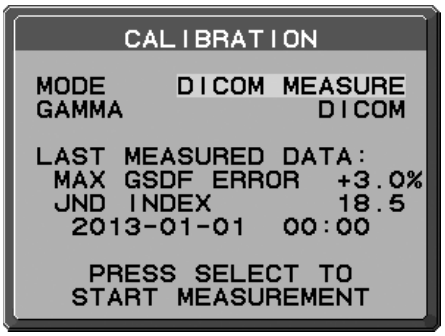

Abbildung D.1
2. Drücken Sie die Taste LINKS oder RECHTS, um für den MODUS die Einstellung DICOM MESSUNG auszuwählen **(Abbildung D.1)**.